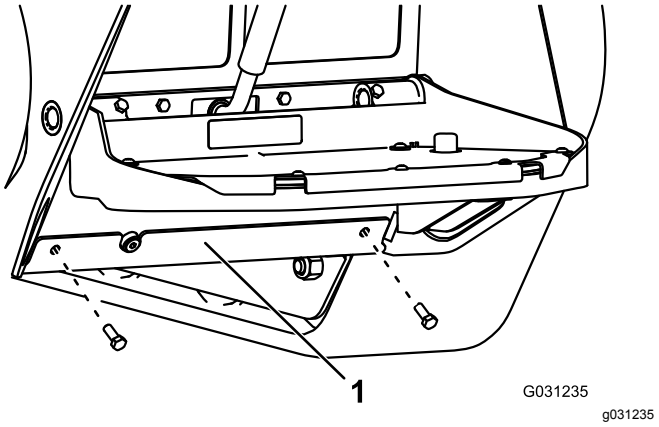

**Rysunek 74**
4. Wykręć 2 śruby mocujące osłonę dolną i zdejmij ją (Rysunek 74).
8. Zamontuj osłonę dolną (Rysunek 74).